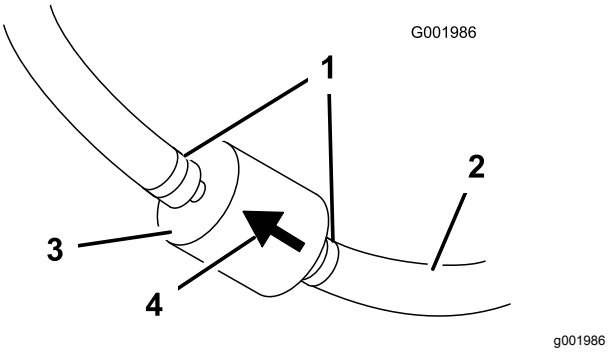

Figur 41
5. Klem sammen endene på slangeklemmene, og skyv dem bort fra filteret (Figur 41).